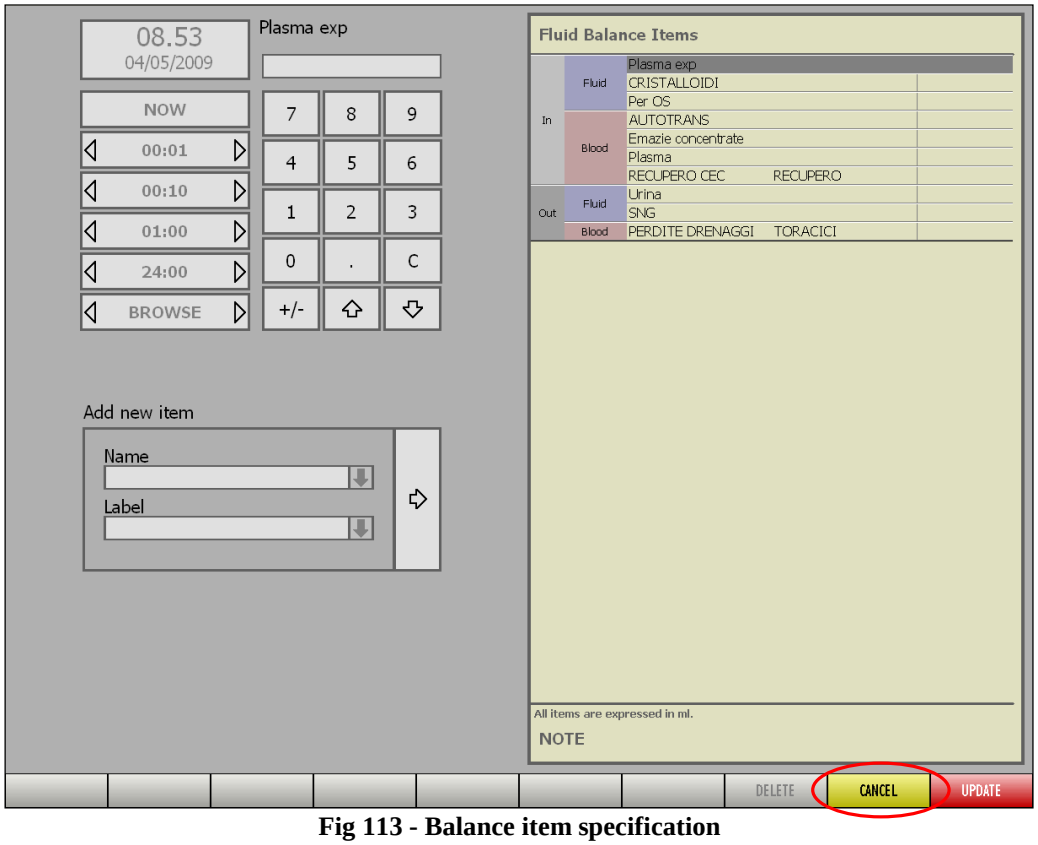
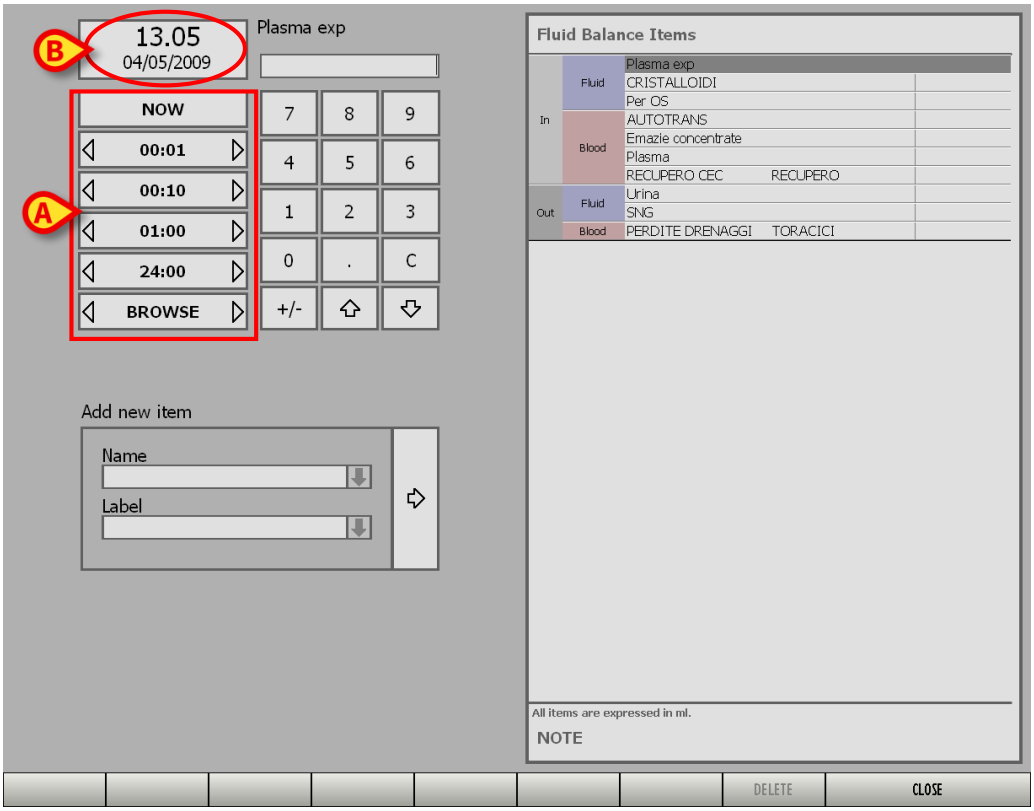

Fig 113 - Balance item specification
Fig 114
- Click the **Cancel** button to exit edit mode (Fig 113). The screen changes in the following way (Fig 114).
The buttons highlighted in Fig 114 **A** activate. These buttons make it possible to select a time preceding the current time. The **Browse** button makes it possible to "jump" directly to the time at which the value that must be edited was recorded.